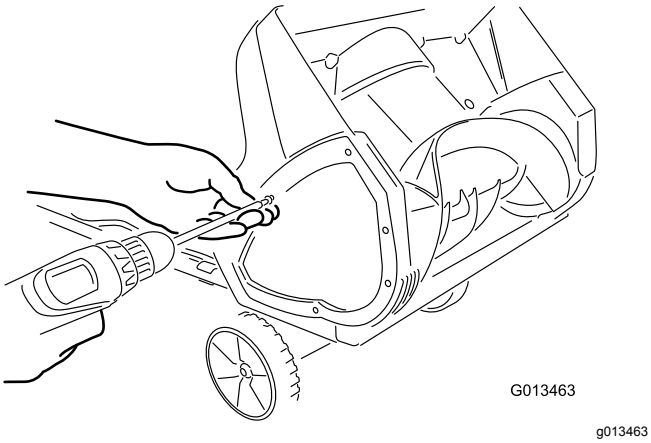

Figur 15
1. Fjern de skruer, der fastgør højre sideplade til maskinstellet (Figur 15).